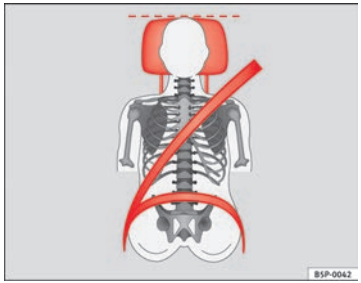
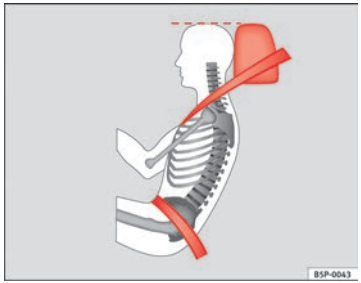

Fig. 3 Correctly adjusted head restraint viewed from the front
Fig. 4 Correctly adjusted head restraint viewed from the side
– Adjust the head restraint so that its upper edge is at the same level as the top of your head or as close as possible to the same level as the top of your head and, at the very least, at eye level ⇒ Fig. 3 and ⇒ Fig. 4.